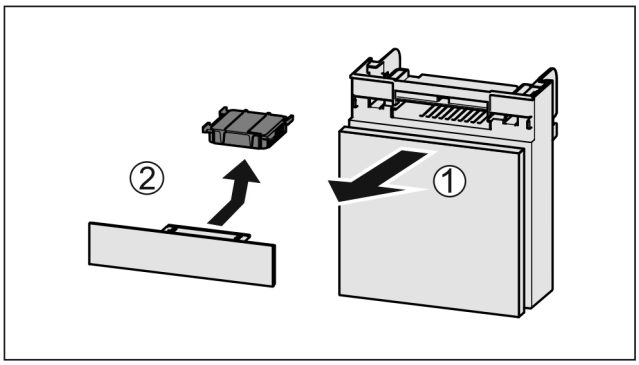

Fig. 204
▶ Pull out the compartment *Fig. 204 (1)*.
▶ Remove the carbon filter *Fig. 204 (2)*.